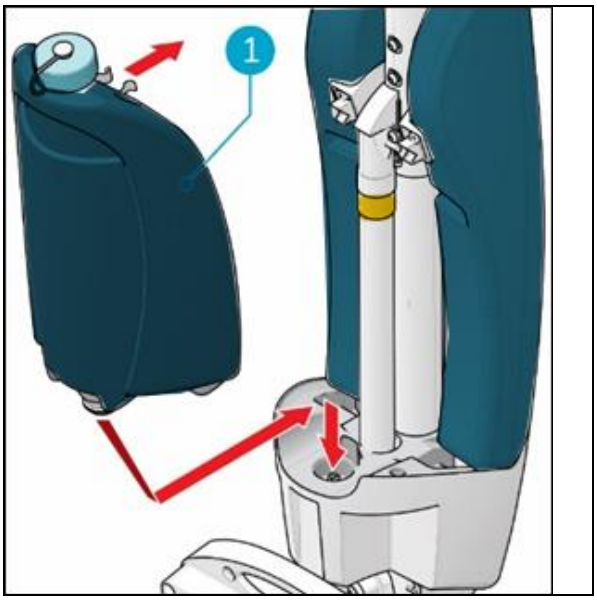

Abbildung 15
5. Setzen Sie den Tank mit dem Ventil voran auf den i-mop® XL (Abbildung 15, Pos. 1)